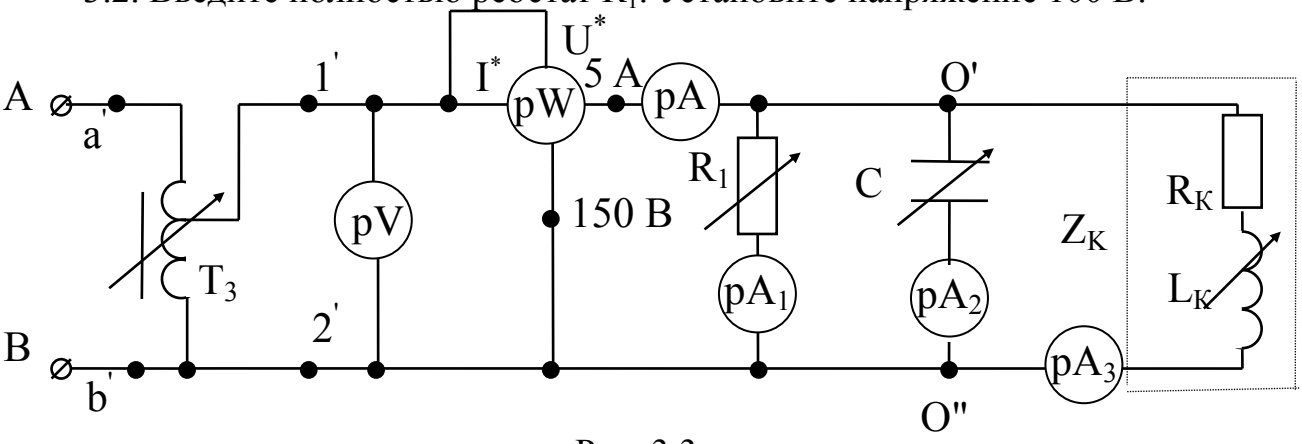

Рис. 3.3
3.1. Соберите цепь по схеме (рис. 3.3).